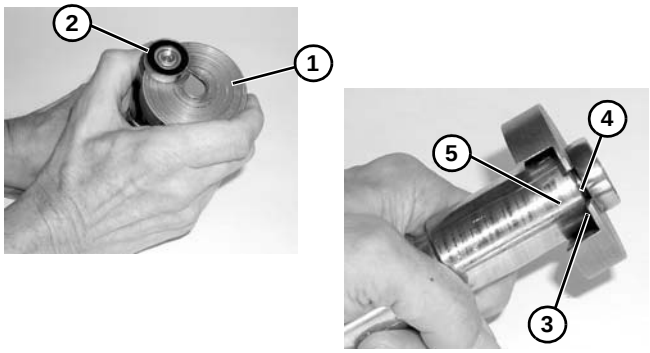

Abbildung 77
1. Lagerausziehwerkzeug Teilenr. 456063 **(Abbildung 77, Teil 1)** unter Lager **(Abbildung 77, Teil 2)** ansehen, dabei muss die Lippe **(Abbildung 77, Teil 3)** wie gezeigt im Zwischenraum **(Abbildung 77, Teil 4)** zwischen Lager und Spindelnabe **(Abbildung 77, Teil 5)** sein.